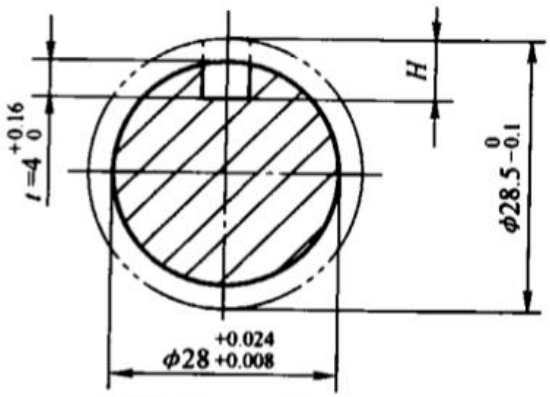

图 5-55　习题 5-16 图
①本质区别在于对尺寸偏差的处理方式不同. 极值法是以最极端条件为考虑. 而统计法考虑的是概率学上的偏差实际分布.
②适用场合上也有区别. 极值法适用于零件尺寸链以及封闭环数量较少的装配尺寸链; 统计法适用于组成环数量多的大批量生产及小批量多批次等场合.
③极值法对公差的要求相对严格. 因此加工成本较高; 而统计法允许一定量的不合格产品. 要求较低. 加工成本低了一些.
8、图 5-55 所示为齿轮轴截面图，要求保证轴径尺寸 $\phi 28^{+0.024}_{+0.008}$ 和键槽深 $t=4^{+0.16}_{0}$ 。其工艺过程为：
①车外圆至 $\phi 28.5^{0}_{-0.1}$;②铣键槽深至尺寸 H；③热处理；
④磨外圆至尺寸 $\phi 28^{+0.024}_{+0.008}$ 。